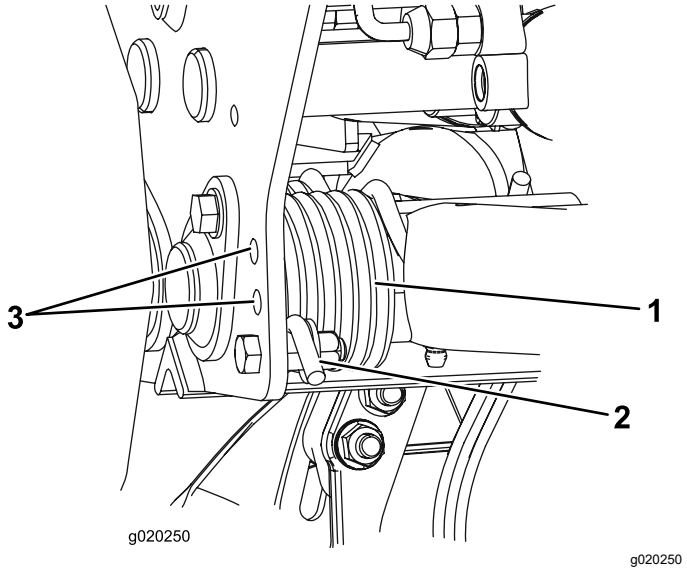

**Figur 35**
2. Sätt i ett rör eller liknande i den långa fjäderänden för att minska fjädrarnas spänning under justeringen (Figur 35).
3. När du minskar fjädrarnas spänning ska du ta bort skruven och låsmuttern som håller fast fjäderdonet på fästet (Figur 35).